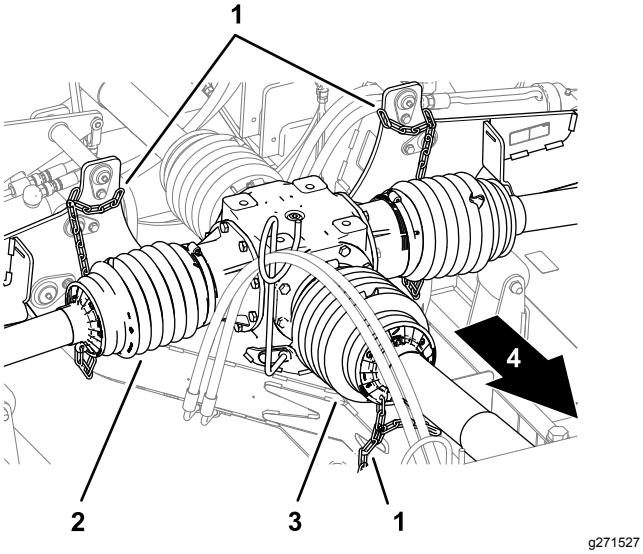
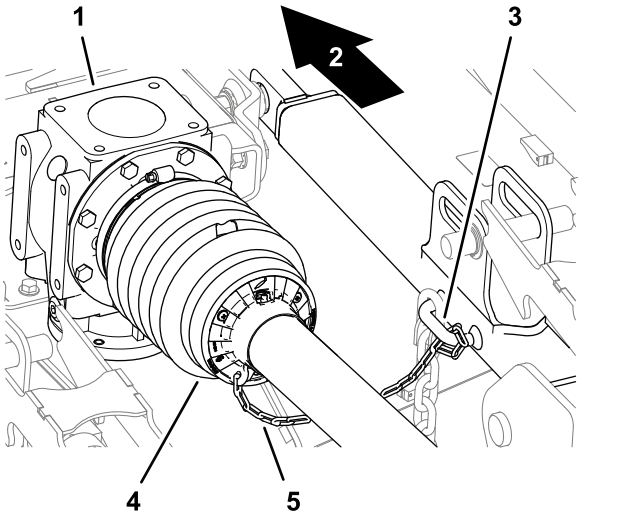

Figur 18
Figur 21
6. Kontrollera att spärrkedjan är ansluten till kraftuttagsaxelns bakre skydd, drivaxelskydden och gräsklipparens ram (Figur 18 och Figur 21).